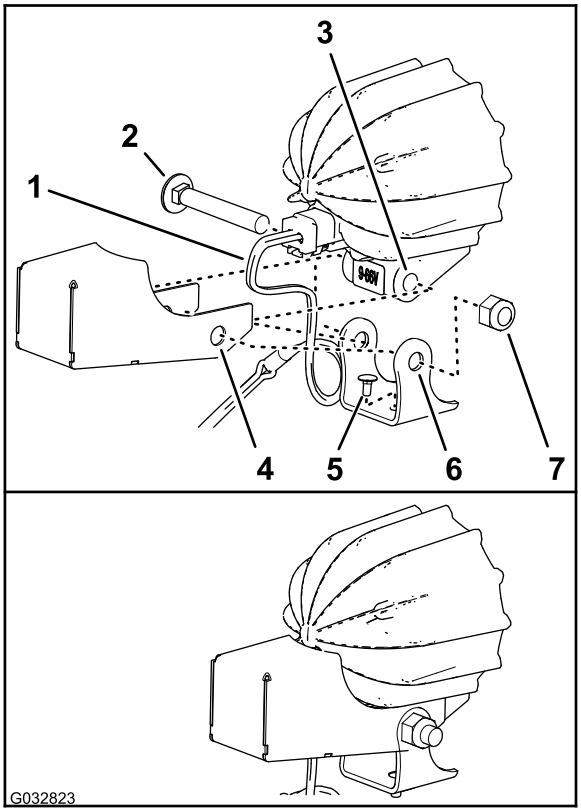

Figuur 11
3. Verwijder de lange slotbout en moer waarmee de voet is verbonden met het huis van de LED-lamp (Figuur 11).
4. Verzeker dat de korte slotbout is aangebracht in het gat onderin de voet, zoals in Figuur 11.
5. Lijn de gaten in het scherm en de voet uit met de gaten in het huis van de LED-lamp, zoals in Figuur 11.
6. Bevestig het scherm en de voet aan het huis van de LED-lamp met de slotbout en moer (Figuur 11).